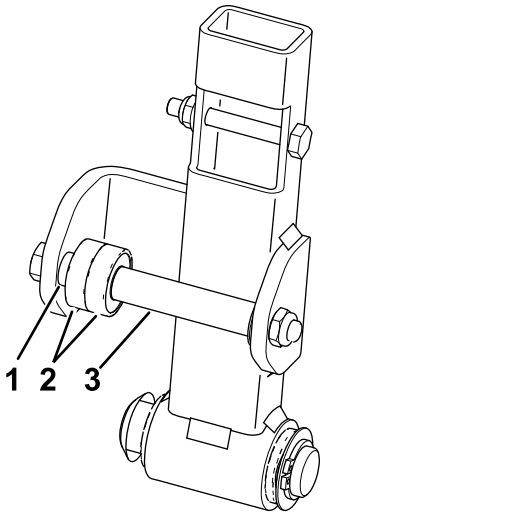

Figura 3
6. Remova os rolamentos e espaçadores existentes do braço do ponto morto (Figura 3).
7. Instale os novos rolamentos e espaçadores (Figura 3).